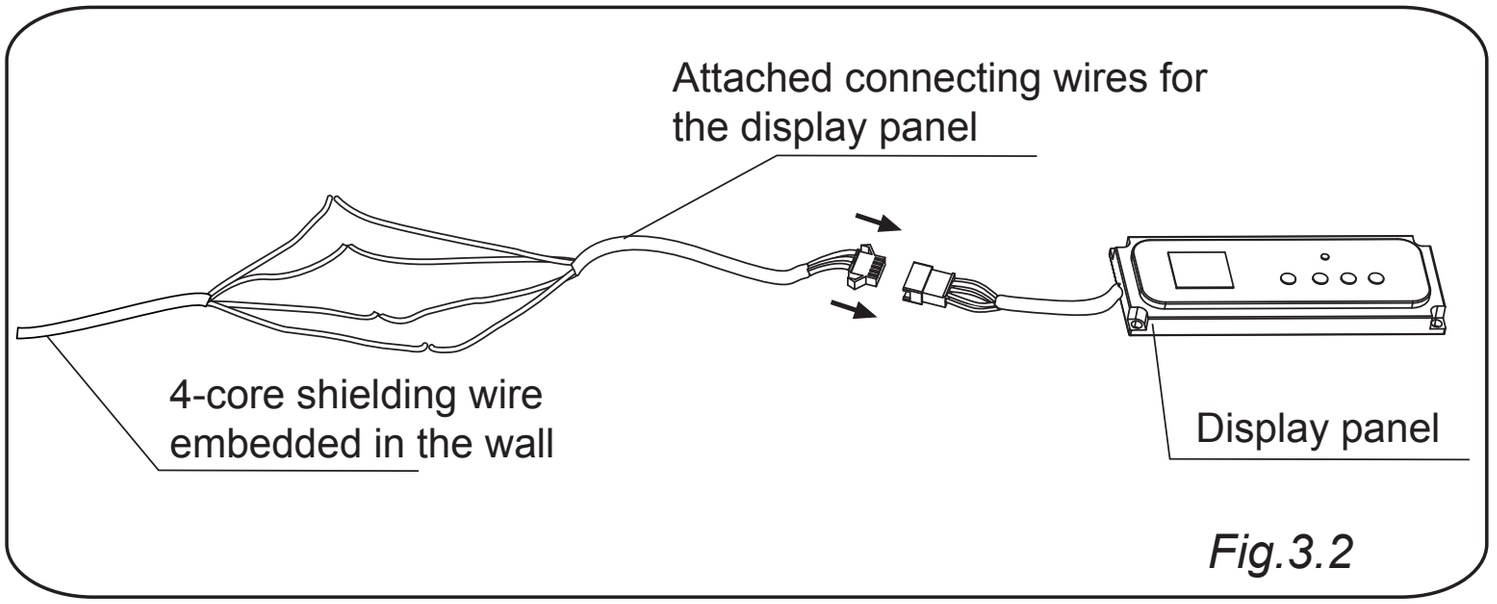

*Fig.3.2*
1.Insert the 4-core plug of the connecting wires for the signal receiving panel into the 4-core socket of the signal receiving panel. (*Fig.3.2*)
2.Connect the other terminal of the connecting wires for the signal receiving panel with the embedded 4-core shielding wire, and ensure the connection are reliable and firm. (*Fig.3.2*)